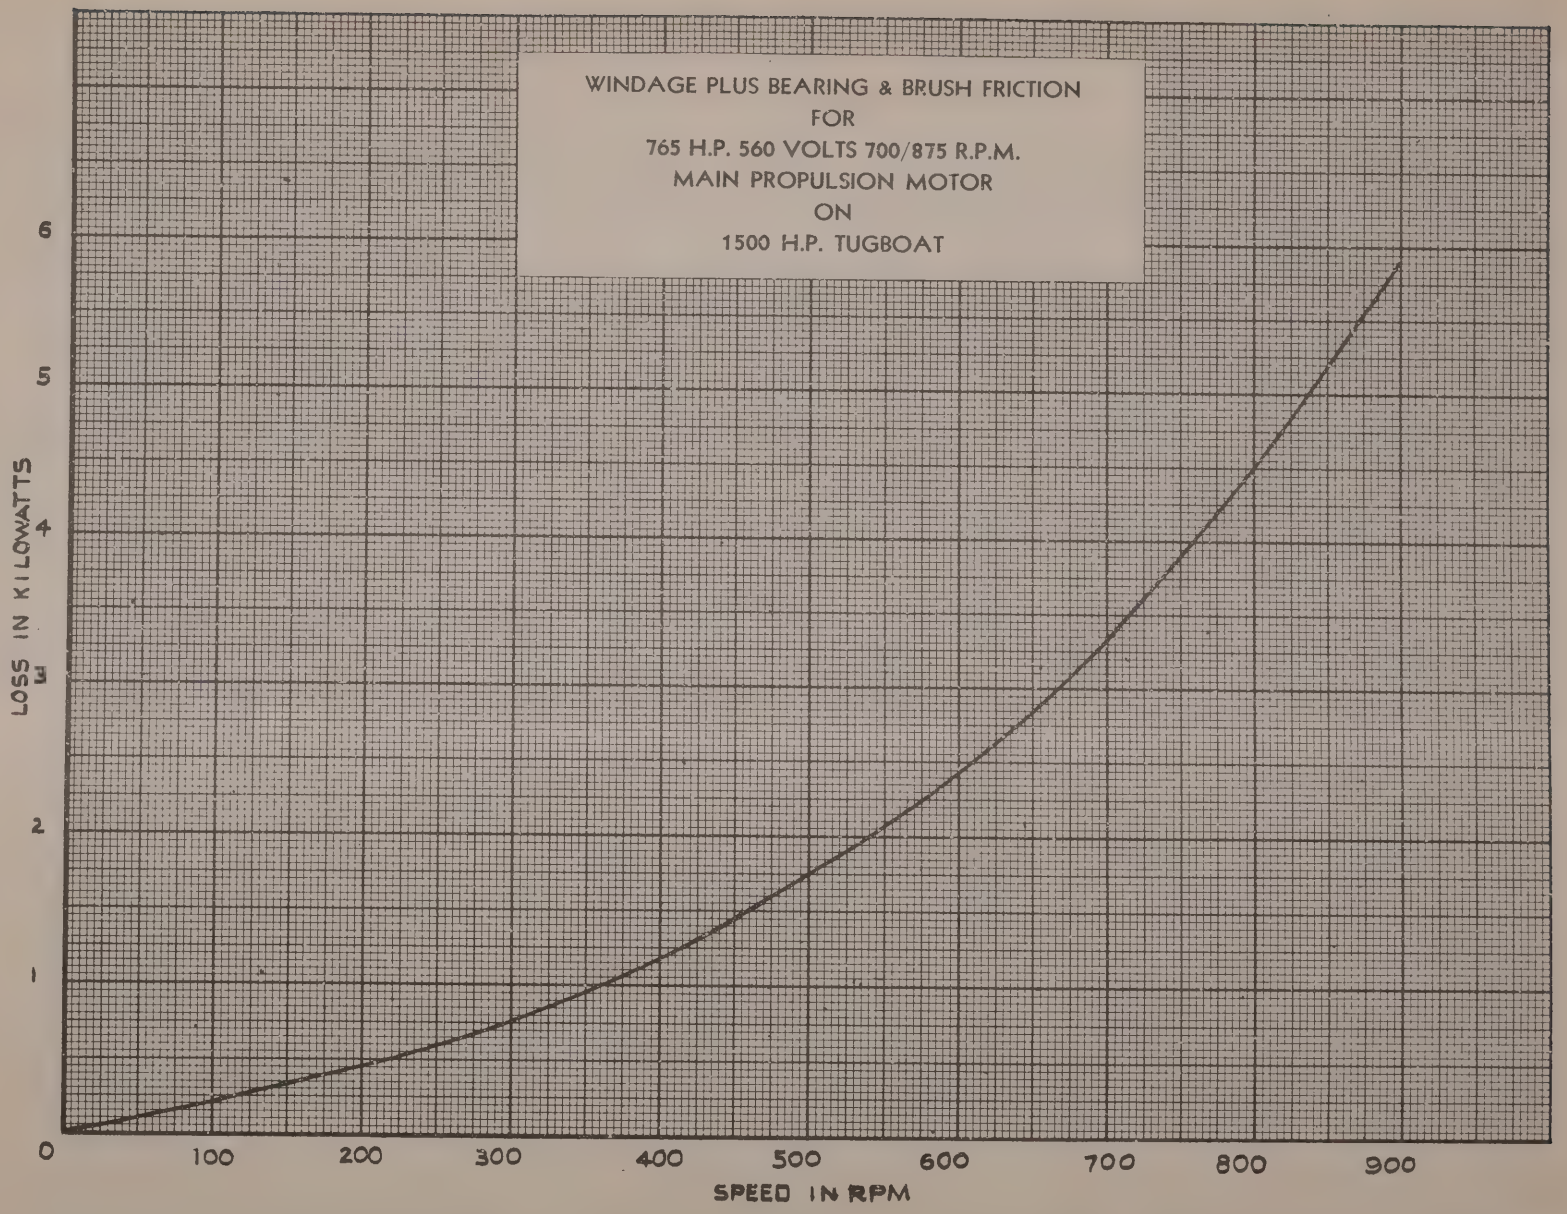

Fig. 16W
a. Windage plus bearing and brush friction, as read directly from Fig. 16W at 700 r.p.m..... 3.30 kw.